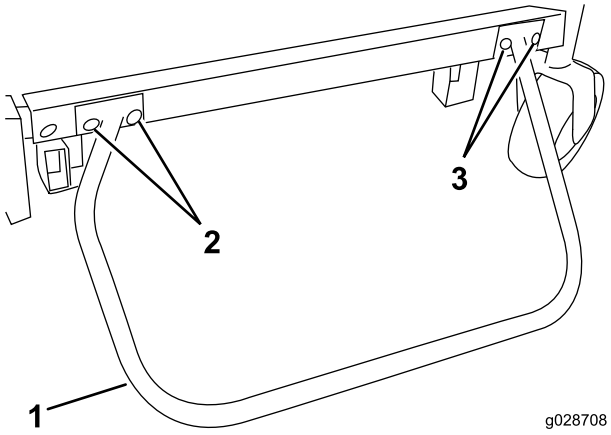

Figuur 17
2. Verwijder aan de rechterzijde van het draagframe de 2 voorste tapbouten (1/2-13 x 1-1/2 inch) waarmee het draagframe aan de hefarm is bevestigd (Figuur 17).
4. Monteer de bumper en bevestig deze met 2 tapbouten (1/2–13 x 1–1/2 inch) aan de verbinding tussen de hefarm en het draagframe, en 2 tapbouten (3/8–16 x 1 inch) en 2 flensborgmoeren (3/8 inch – 16) aan de voorste beugel. Draai de tapbouten (1/2–13 x 1-1/2 inch) vast met een torsie van 95–108 Nm (Figuur 17).